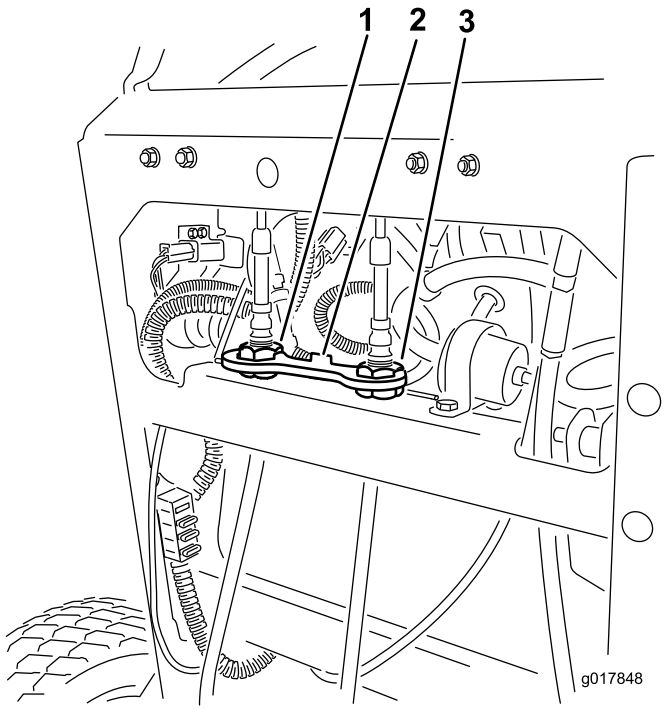

**Figur 56**
4. Roter høyre kabeljustering for å posisjonere høyre bevegelseskontroll til midten av kontrollpanelets frie stilling (Figur 56).